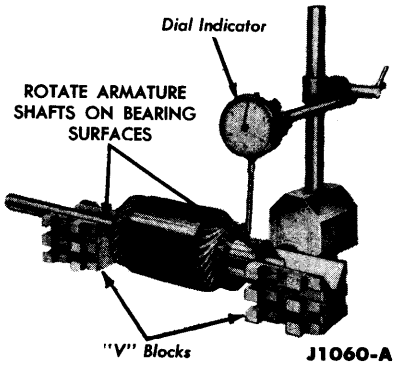

FIG. 13—Commutator Runout Check
4. Check the commutator for runout (Fig. 13). Inspect the armature shaft and the 2 bearings for scoring and excessive wear.
Check the commutator runout as shown in Fig. 13. If the surface of the commutator is rough or more than 0.002 inch out-of-round, turn it down.